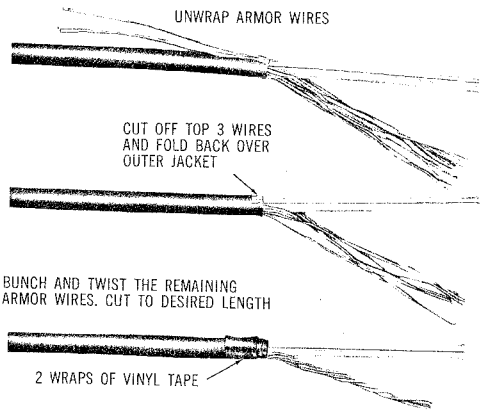

Fig. 1—Preparation of the Armor Wire
2.09 Unwrap and prepare approximately 3 inches of armor wire as shown in Fig. 1.